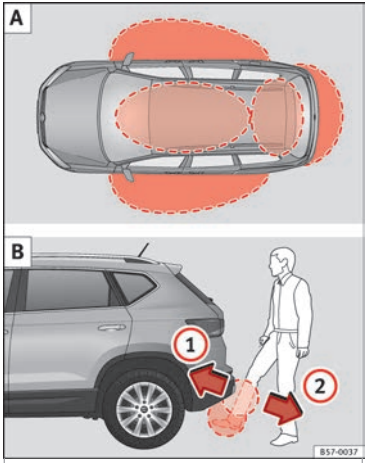

Fig. 125 Keyless Access locking and ignition system: A In the proximity of the car. B Opening the rear lid with sensor-controlled opening (Easy Open)
Keyless Access is a key-free locking and ignition system to unlock and lock the vehicle without actively using its key. To do this, it is only necessary to have a valid vehicle key in the corresponding detection area to attempt to access the vehicle ›› **Fig. 125** A and touch one of the sensor surfaces on the door handles ›› **Fig. 126** or operate the *softtouch*/handle on the rear lid ›› **page 127** ›› ❗.
If a valid key is located in the proximity of the car ›› **Fig. 125** A, the Keyless Access locking and ignition system gives the key entry as soon as one of the sensor surfaces on the front door handles is touched or the *softtouch*/handle on the rear lid is operated. The following features are then available without having to use the vehicle key actively:
When the vehicle is locked, the rear lid automatically unlocks on opening if ››› Fig. 125 A there is a valid vehicle key in the proximity.
If there is a valid vehicle key in the proximity of ››› Fig. 125 A the rear lid, it is possible to unlock and open or close it moving one foot in the area of the sensors ››› Fig. 125 B located under the rear bumper.
- With a brisk movement, bring your foot and lower leg as close as you can to the bumper. The lower part of the leg needs to be close to the upper sensor area and your foot to the lower sensor area ››› Fig. 125 B ①.
- Quickly remove your foot and lower leg from the sensor areas ››› Fig. 125 B ②. The rear lid opens automatically.